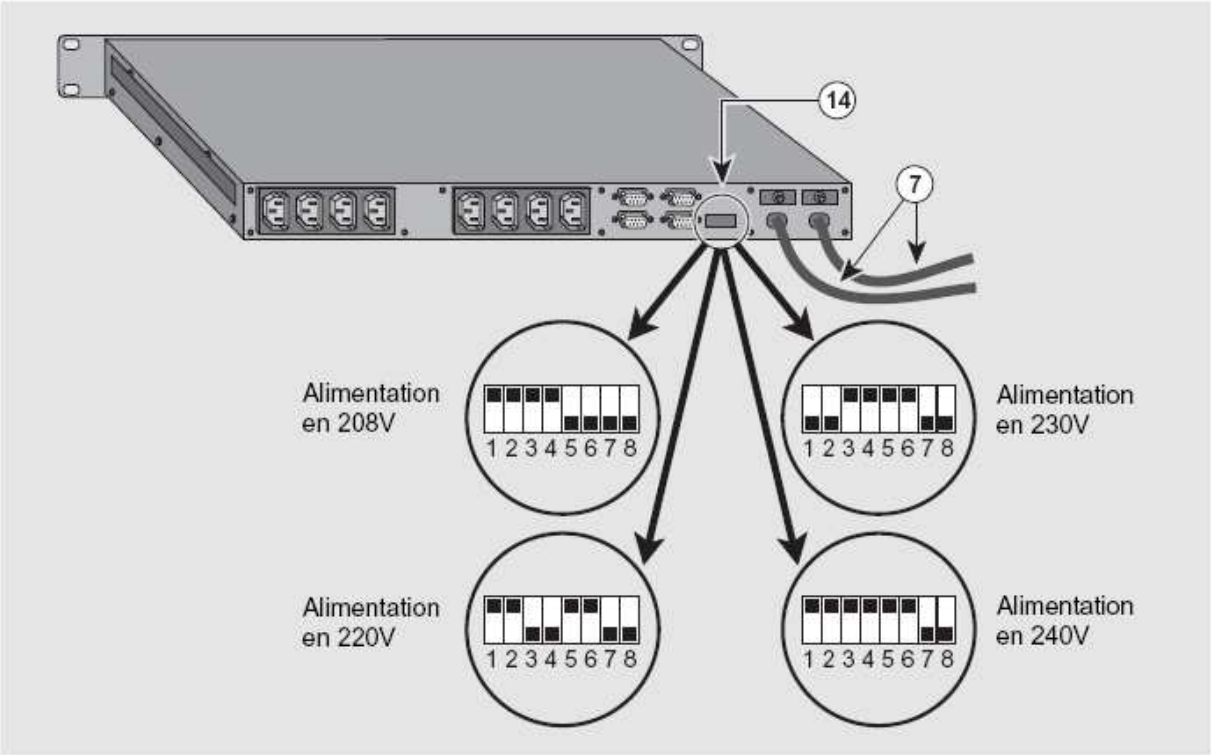

Fig. 3
La configuration "usine" de **Pulsar STS 10** et **Pulsar STS 16** est de 230V. Si nécessaire, réaliser l'adaptation de tension nécessaire (208V, 220V, 230V ou 240V) à l'aide du sélecteur (14) (voir figure 3).